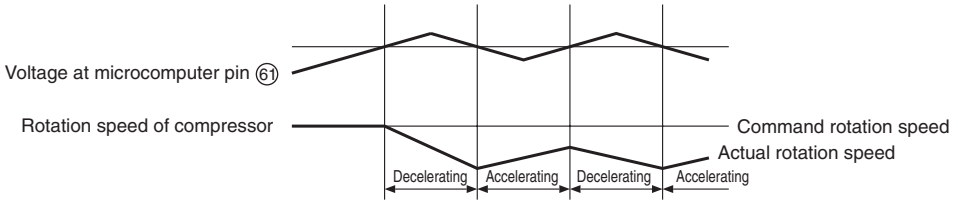

Fig. 6-3
Fig. 6-3 shows the rotation speed control. When the voltage at pin ⑥① of the microcomputer exceeds the set value, the microcomputer decreases the rotation speed of the compressor and reduces the load.